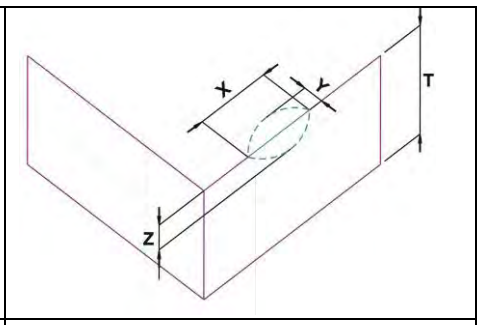

Figure 2.3
(3) border chips : X ≦ 10 mm , Y ≦ 3 mm , Z ≦ T (Figure2.3)